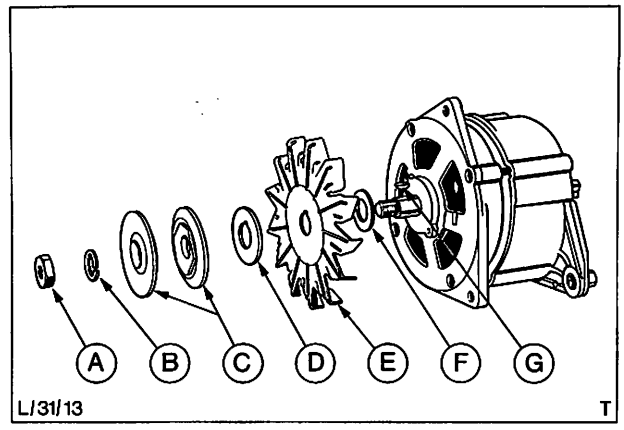

Abb. 30 Lüfter, Riemenscheibe und zugehörige Teile
21. Anlaufscheibe, Lüfter, Abstandsscheibe, Riemenscheibe, Sicherungsscheibe und Haltemutter wie in der gezeigten Reihenfolge anbringen. Abb. 30.